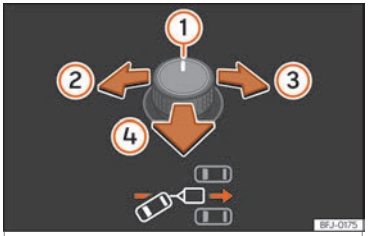
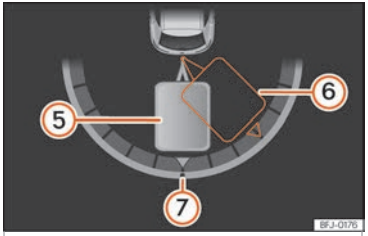

Fig. 206 Rotary exterior mirror controls.: adjust the trailer angle.
Fig. 207 Instrument panel display: engage reverse gear
Key of the Fig. 206, ››› Fig. 207:
- Tilt the rotary control until the desired direction is reached ››› Fig. 206. A representation of the tow vehicle and trailer set is shown on the instrument cluster screen for guidance purposes ››› Fig. 207.